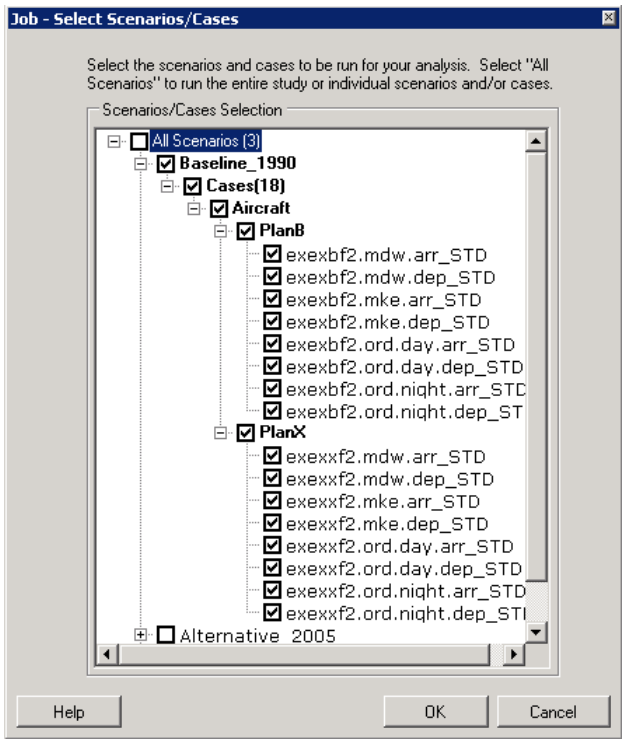

Figure 7-7 Job – Select Scenarios/Cases Dialog Box
a. Click the *Add Job* button to add a new job, and the *Job – Select Scenarios/Cases* dialog box will open (Figure 7-7).